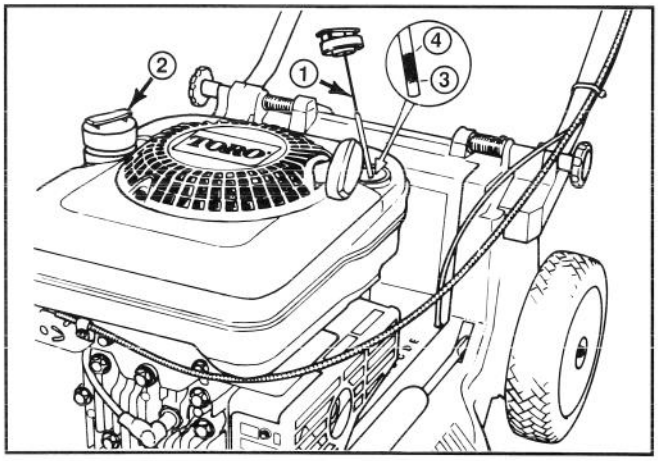

Abbildung 6
Vor jedem Gebrauch sicherstellen, daß sich der Ölstand zwischen VOLL und NACHFÜLLEN befindet (Abb. 6).
3. Den Ölmeßstab abwischen und in den Einfüllstutzen stecken. Die Verschlußkappe um eine Vierteldrehung drehen. Den Meßstab wieder herausziehen und den Ölstand prüfen (Abb. 6). Ist der Ölstand niedrig, den Ölstand nur bis zur VOLL-Markierung auffüllen. **NICHT ÜBER DIE VOLL-MARKIERUNG ANFÜLLEN, DENN DER MOTOR KÖNNTE BEIM STARTEN BESCHÄDIGT WERDEN; ÖL LANGSAM EINFÜLLEN.**
1. Rund um den Kraftstofftankverschluß reinigen und die Kappe vom Tank entfernen (Abb. 6). Bei bleifreiem Benzin den Kraftstofftank bis 6-13 mm unter den Einfüllstutzen füllen.
1. ÖLSTAND PRÜFEN—Ölstand, wie auf dem Ölmeßstab gezeigt, zwischen VOLL und NACHFÜLLEN halten (Abb. 6).
2. SCHNEIDEN UND AUFFANGEN—Beste Ergebnisse werden erzielt, wenn nur etwa 1/3 des Grashalms geschnitten wird. Wird langes Gras geschnitten, empfiehlt sich die höchste Schnitthöheneinstellung (E) für den ersten Mähgang. Danach ist das Gras mit einer üblichen Schnitthöhe noch einmal zu mähen. Wird zu langes Gras gemäht, kann der Mäher verstopfen und der Motor abgedrosselt werden.